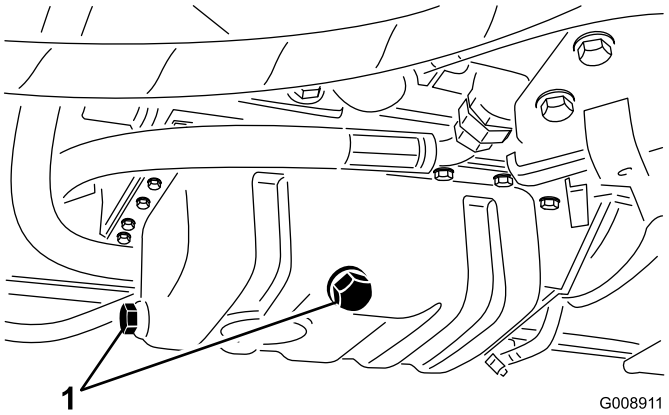

Figur 50
1. Fjern aftapningsproppen (Figur 50), og lad olien flyde over i aftapningsbeholderen.